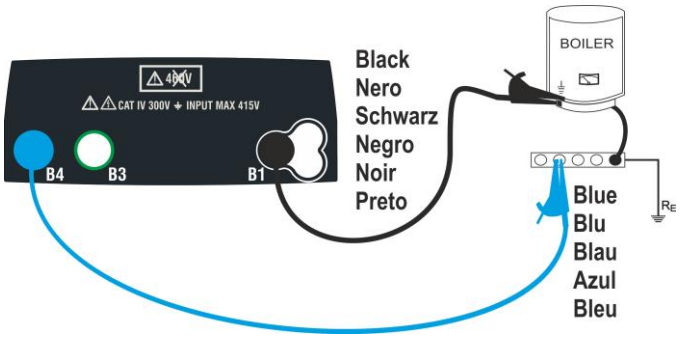
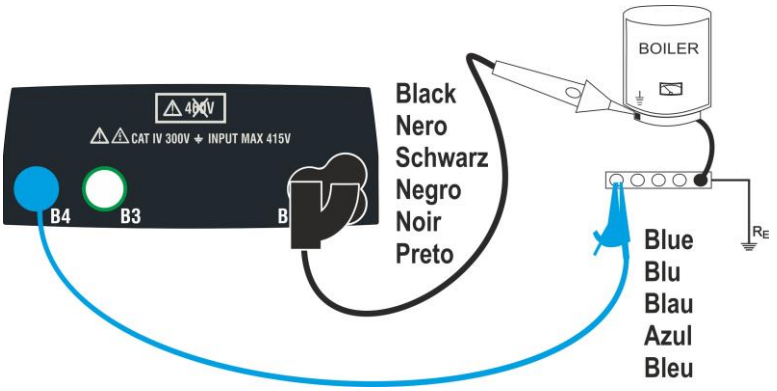

Fig. 10: La prueba de continuidad mediante cables por separado
Fig. 11: La prueba de continuidad mediante punta remota
6. Conecte las puntas de prueba en los extremos del conductor en pruebas como se muestra en la Fig. 10 o Fig. 11